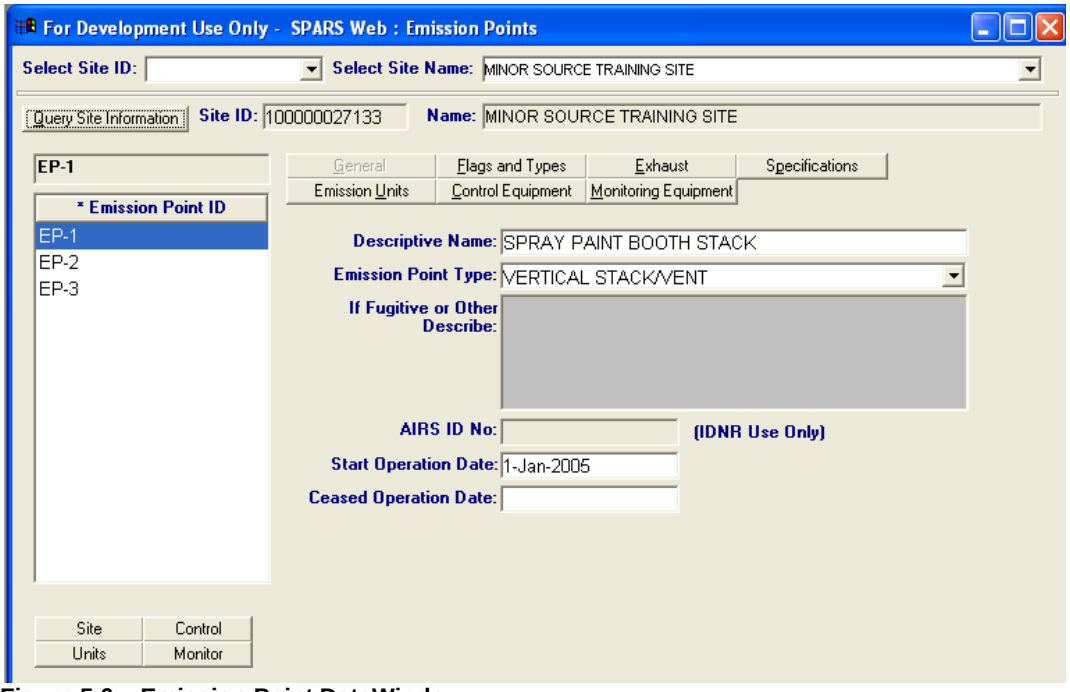

Figure 5.6 – Emission Point DataWindow
3. Once the site has been selected, click the **Query Site Information** button to display the emission point as shown in Figure 5.6.